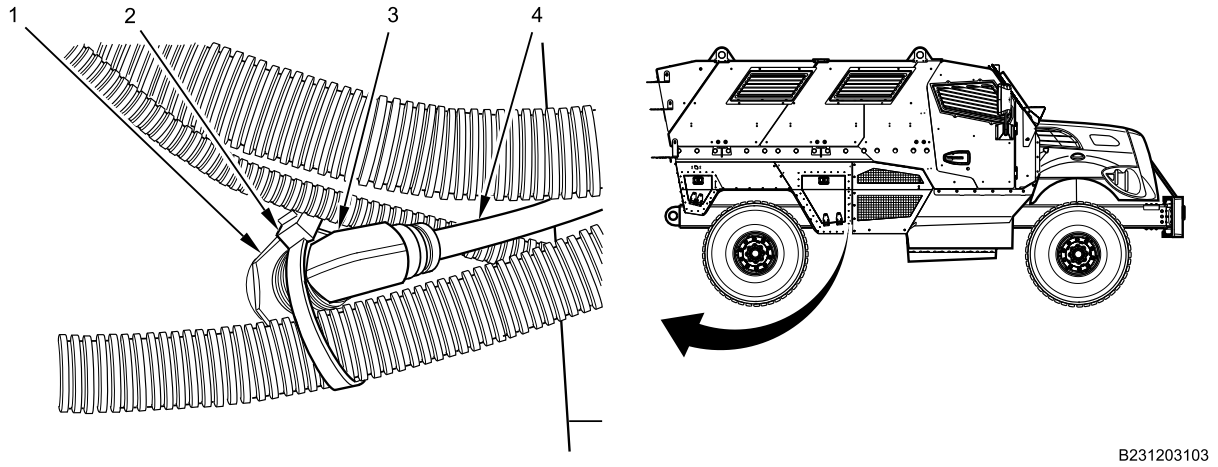

Figure 1. Air Hose Fitting Replacement.
1. Remove air line (Figure 1, Item 4) from fitting (Figure 1, Item 3) using quick connect tool.
2. Cut cable lock strap (Figure 1, Item 2) holding harness to fitting (Figure 1, Item 3). Discard cable lock strap.
3. Remove nut (Figure 1, Item 1) holding fitting (Figure 1, Item 3) to stowage box and remove fitting.